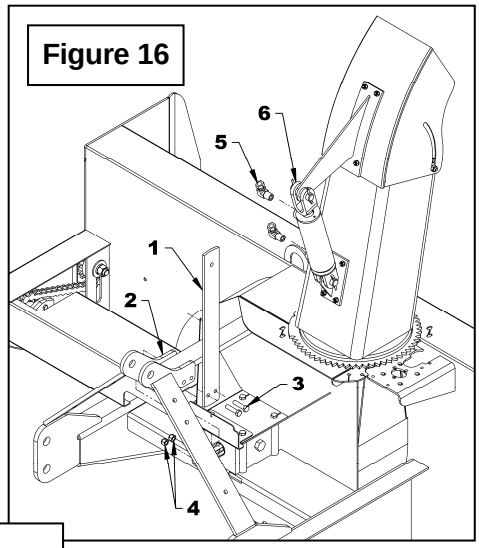

Figure 16
8. **Figure 16:** Install the hose support (item 1) on the three point upper hitch bracket (item 2) right or left (right one is recommended) using two 3/8''NC x 1 1/2'' bolts (item 3) and two 3/8"NC nylon insert locknuts (item 4).
9. **Figure 16:** With thread sealant, install a 90° 3/8" NPT male x 1/4" NPT swivel female elbow (item 5) in each cylinder port (item 6). Direct elbows upward by placing the lower one so that the hose does not interfere with the upper hose.